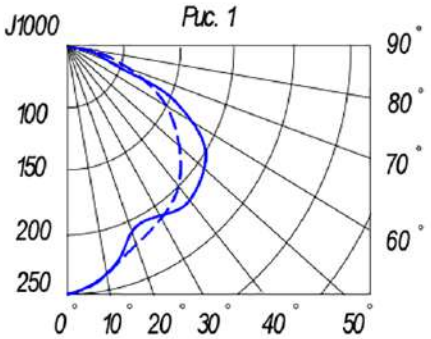

Рис. 1
1.6 Распределение силы света светильников показано на рис.1. Тип кривой силы света в горизонтальной плоскости - круглосимметричная, в вертикальной плоскости – косинусная.